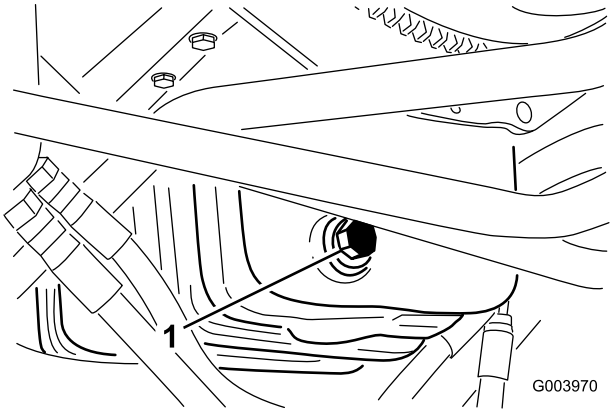

Figur 55
1. Ta bort avtappningspluggen (Figur 55) och låt oljan rinna ned i ett avtappningskärl.